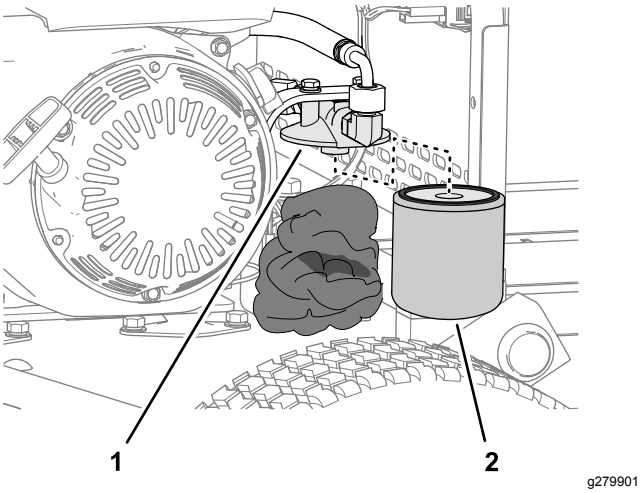

**Figura 37**
2. Coloque panos sob o filtro hidráulico (Figura 37).
3. Remova cuidadosamente o filtro hidráulico (Figura 37).
5. Instale o filtro na cabeça do filtro (Figura 37) rodando-o manualmente até que a junta entre em contacto com a cabeça do filtro, apertando em seguida o filtro mais 3/4 volta.